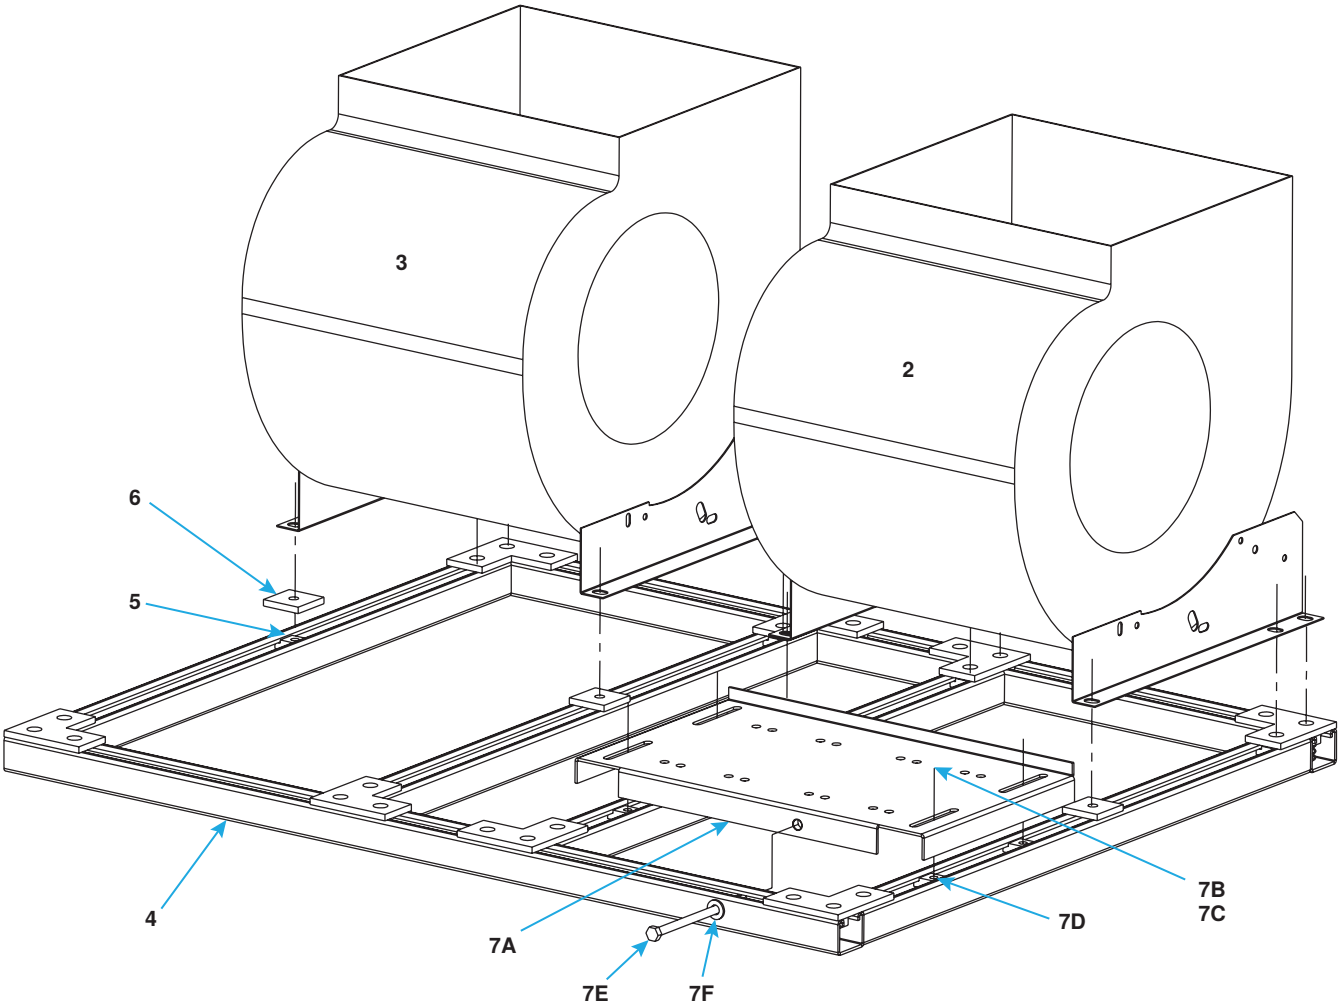

Figure 4. Typical Blower Components (Refer to Table 10)
- **The assembly shown in Figure 4 is the strut base, dual blowers, and motor mounting plate for 2- to 5-HP belt-driven motors on unit sizes 250, 300, 350, and 400,**